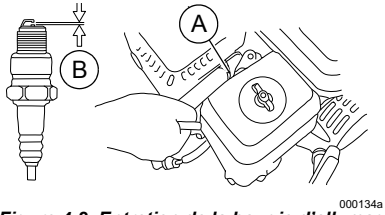

Figure 4-2. Entretien de la bougie d'allumage
1. Voir la ***Figure 4-2***. Nettoyez la zone autour de la bougie d'allumage (A).